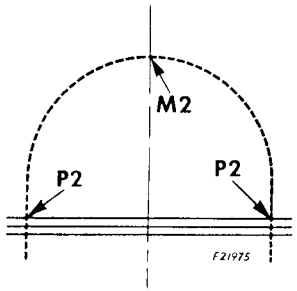

Fig. 82. Correct Path of Needle Pendulum Movement
2. The needle should reach the peak **M2, Fig. 82,** of its ascent, midway between the two extreme positions **P2, Fig. 82** of the needle.
3. When the needle vibrator lever fork **J2**, reaches the opposite end of its swing, the pendulum movement should be completed, as shown in **Fig. 82.**
4. The needle should begin and end its pendulum movement at the **same height above the throat plate**, as shown in **Fig. 82.**